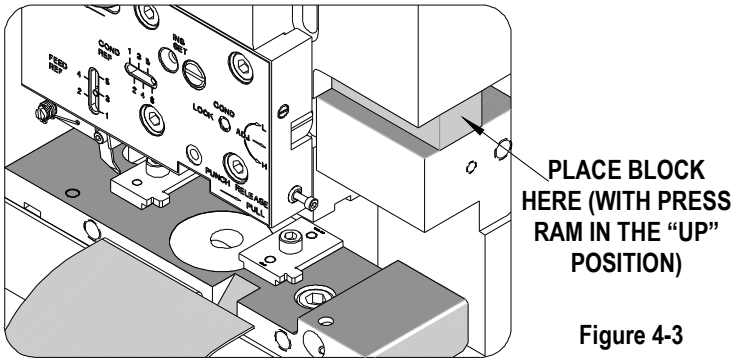

Figure 4-3
2. Support the ram in the upper position with a hardwood wedge (approximately 1 7/8" high). See Figure 4-3.
7. Remove (3) M6 x 40 Long SHCS from the Flywheel.
10. Remove the (3) M6 x 16 Long SHSS (socket head shoulder screw) from the clutch plate.